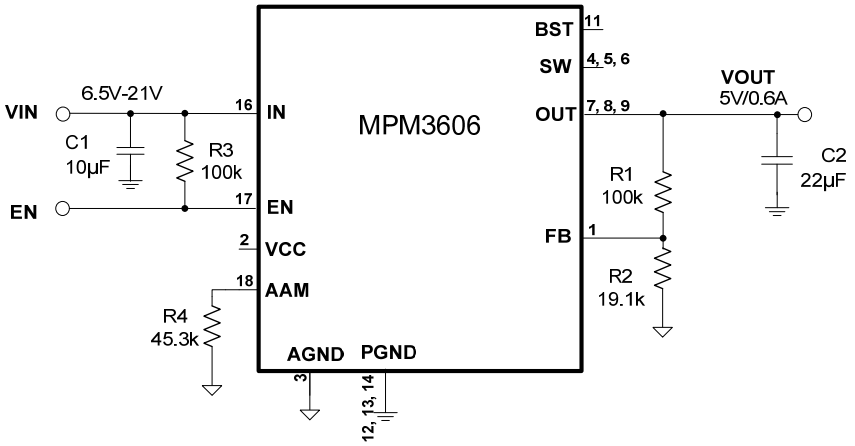

Figure 8: V_{OUT}=5V, I_{OUT}=0.6A
10) The recommended layout is based on the Figure 8 Typical Application circuit on page 16.
The detailed application schematic is shown in Figure 8 through 13. The typical performance and circuit waveforms have been shown in the Typical Performance Characteristics section. For more device applications, please refer to the related Evaluation Board Datasheets.